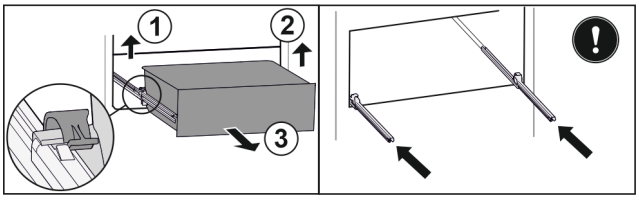

Fig. 191
▶ Sollevare il morsetto sinistro e allo stesso tempo tirare in avanti il cassetto sinistro. *Fig. 191 (1)*
▶ Sollevare il morsetto destro e allo stesso tempo tirare in avanti il cassetto destro. *Fig. 191 (2)*
▶ Rimuovere il cassetto tirandolo in avanti. *Fig. 191 (3)*